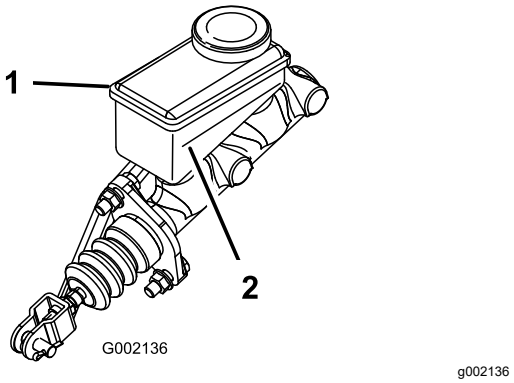

Figur 55
3. Titta på markeringen på sidan av vätskebehållaren (Figur 55).
B. Tillsätt DOT 3-bromsvätska i behållaren tills vätskenivån är ovanför miniminivålinjen (Figur 55).